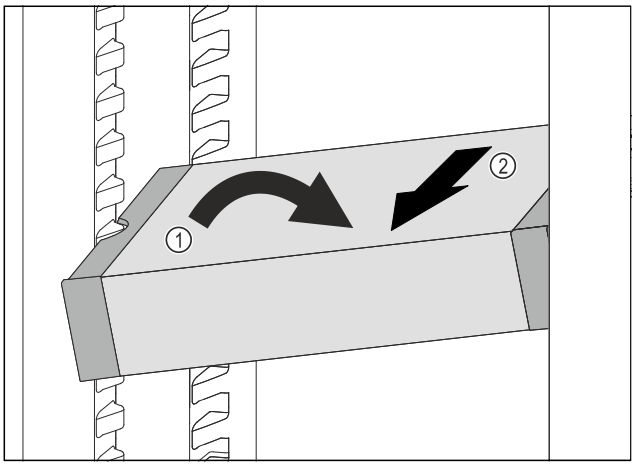

Fig. 114
▶ Poziționați oblic VarioSafe în frigider. *Fig. 114 (1)*
▶ Extrageți VarioSafe spre înainte. *Fig. 114 (2)*